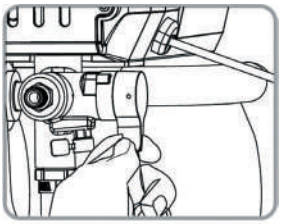

Рис. 38
3. Переведите дренажный кран в положение «слив» и включите питание (рис. 38).